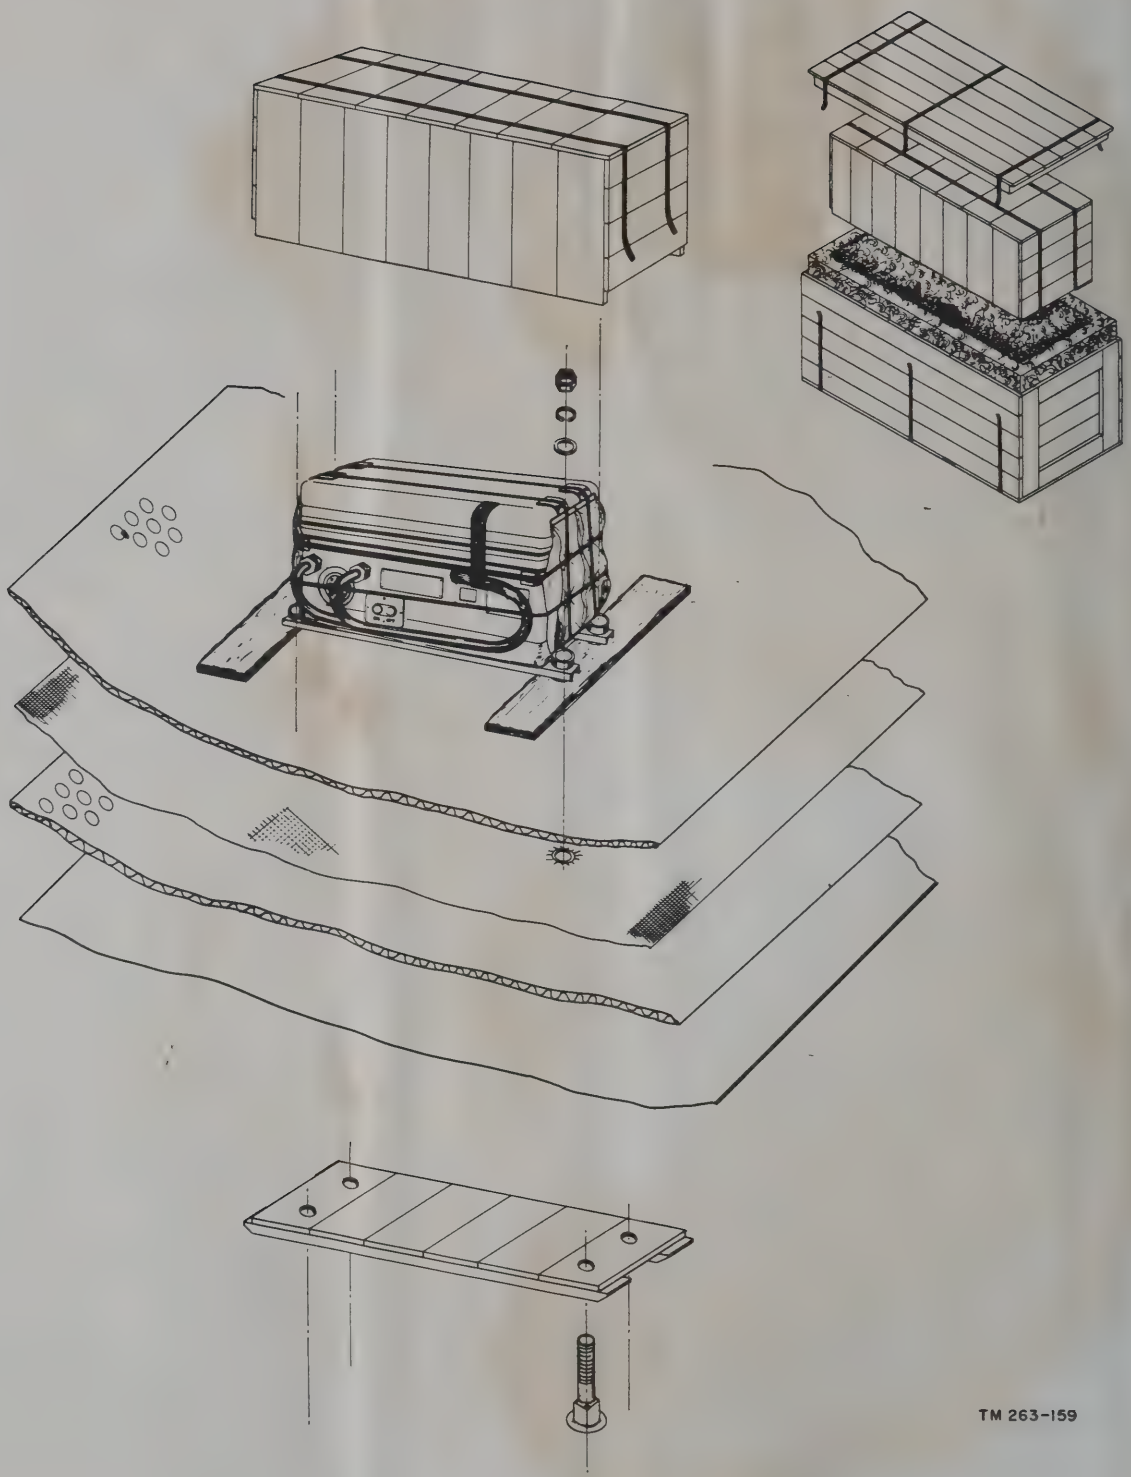
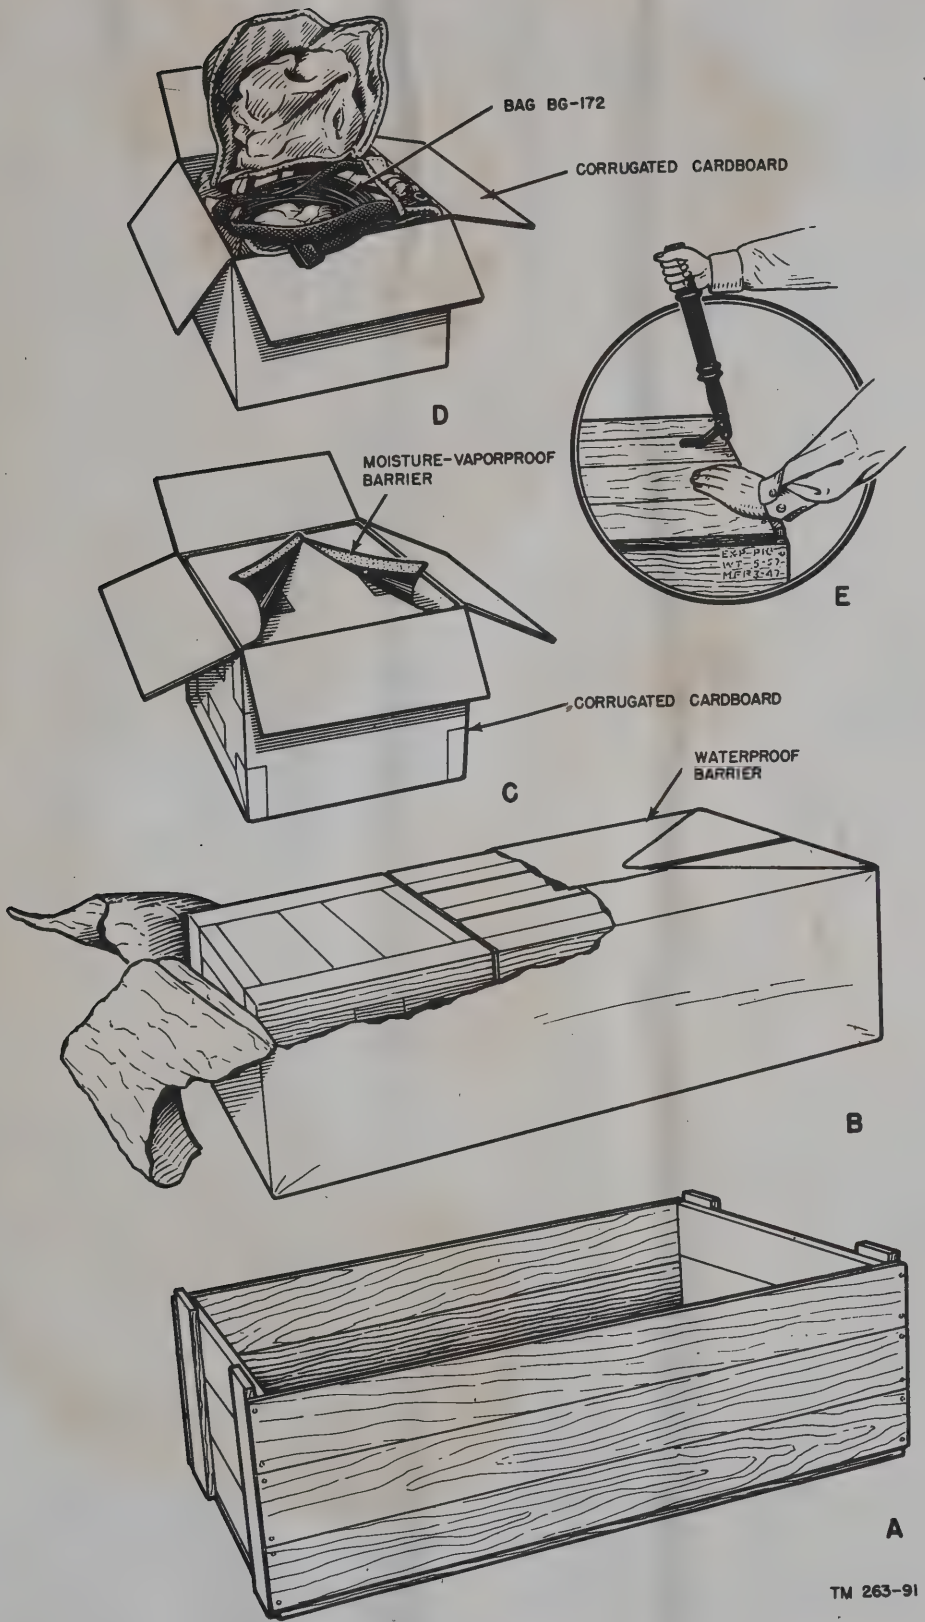

Figure 15. Method of packing typical component for shipping.
Figure 16. Typical packaging of Radio Set AN/GRC–9 (*) components.
b. Removing Contents. Equipment may be shipped in packing cases (fig. 16) or in its own carrying bags. When new, used, or reconditioned equipment is received, select a location where it may be unpacked without exposure to the elements. No special unpacking and uncrating procedures are necessary for equipment shipped in the carrying bags. General instructions for unpacking the wooden crates are given below.
(1) Cut the steel straps at a point just below the box covers and fold them back (fig. 15).
(2) Remove the nails with a nail puller (E, fig. 16). Remove the top of the packing case. Do not attempt to pry off the sides and top; the equipment may be damaged.
(3) Remove the waterproof barrier wrapped around the corrugated cardboard cartons (B, fig. 16).
(4) Open the cardboard box covers and carefully remove the packaged equipment. Cut through the upper three edges of the carton. The uncut edge will act as a hinge. If heavy wrapping paper is used around the equipment instead of the cardboard containers, remove it carefully and take out the components.
(5) If the vibrator power supply is contained in the packing case, take off the four bolts that hold the mounting base of the vibrator power supply to the packing case skids (fig. 15), and lift it from the case.
(6) Remove the moisture-vaporproof barrier as shown in C, figure 16.
(7) Open the inner carton and remove the equipment (D, fig. 16) from its packaging and place it on the operating table or the workbench.